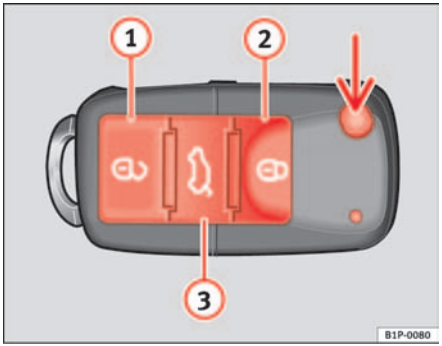

Fig. 66 Battery pilot lamp in remote control key
If the battery indicator ⇒ fig. 66 does not flash when the buttons are pushed, the battery must be replaced.
- Unfold the key by pressing the button shown by the (arrow). ⇒ page 99, fig. 66